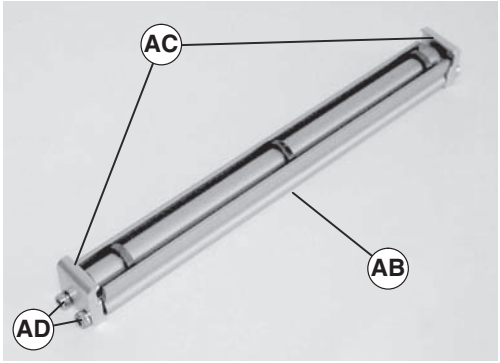
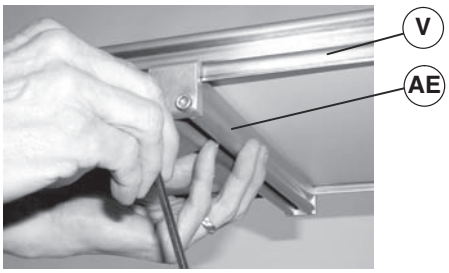

Figure 16
Figure 17
2. Loosely attach two clips (Figure 16, item AC) on roller and guard assembly (AB) with four screws (AD). Do not tighten screws.
3. Attach return roller assembly (Figure 17, item AE) on conveyor (V). Tighten screws (Figure 16, item AD) to 80 in-lb (9 Nm).